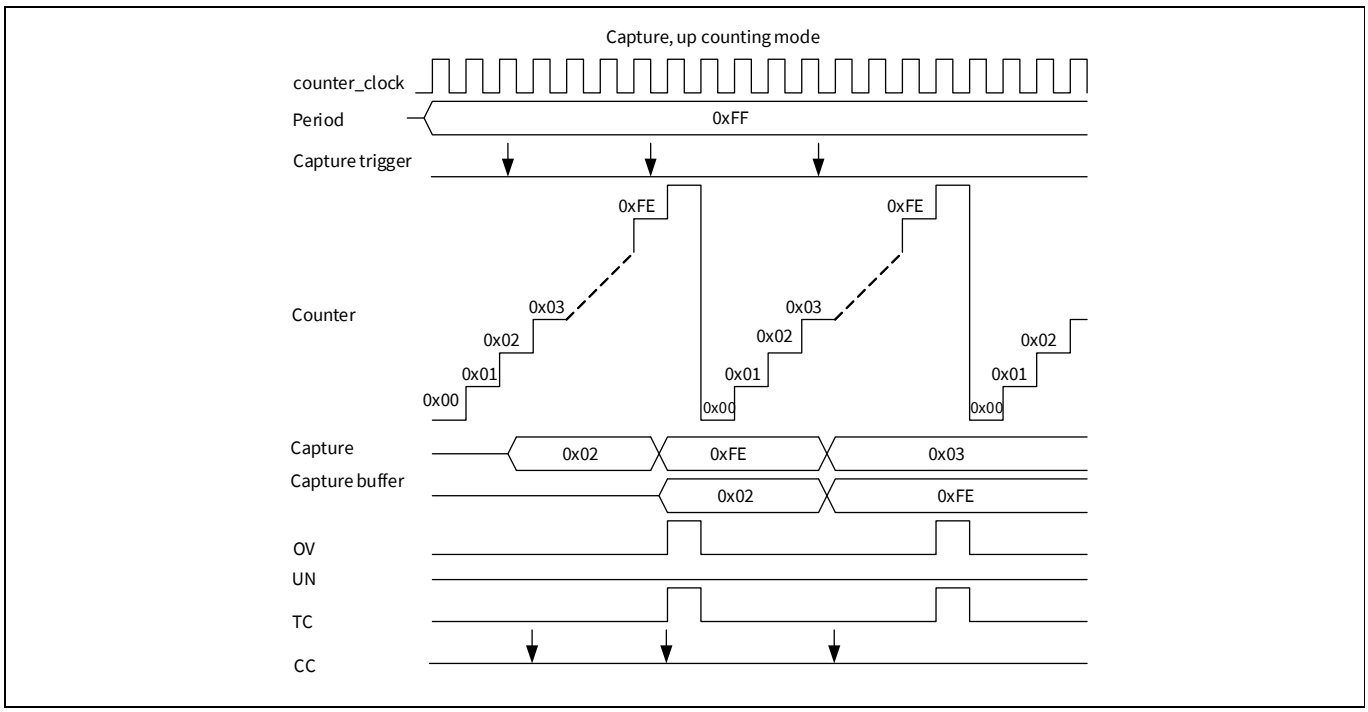

**Figure 19-7. Timing diagram of counter in capture mode, up counting mode**
**Figure 19-7** illustrates the capture behavior in the up counting mode.
In the **Figure 19-7**, observe that: